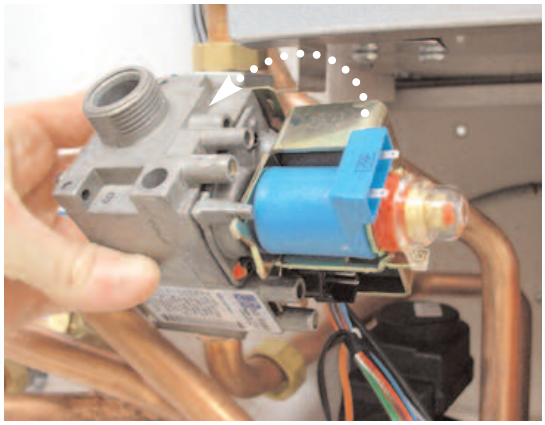

Fig. 18.46
5. Pull the gas valve toward you *(see Fig.18.46);*